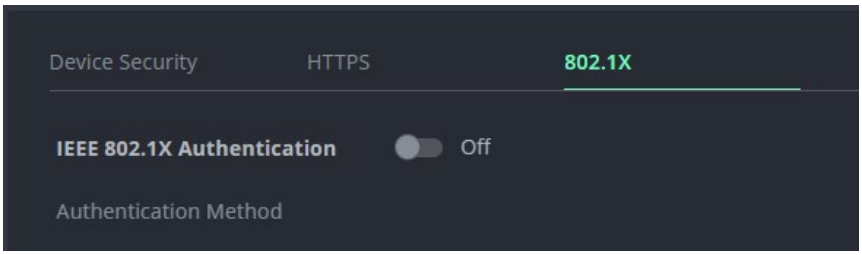

Figure 34: 802.1X Tab
2. Select **802.1X** tab. The 802.1X settings tab appears (Figure 34).